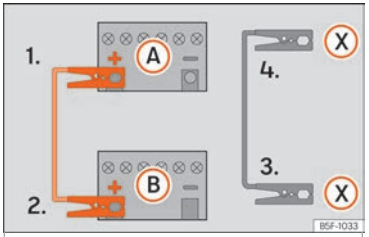

Abb. 50 Anschlussschema für Fahrzeuge mit Start-Stopp-System.
4b. *Bei Fahrzeugen mit Start-Stopp-System:* ein Ende des *schwarzen* Starthilfekabels (X) an einen geeigneten Masseanschluss, ein massives, fest mit dem Motorblock verschraubtes Metallteil oder an den Motorblock selbst anklemmen ››› **Abb. 50**.
5. Klemmen Sie das andere Ende des *schwarzen* Starthilfekabels (X) im Fahrzeug mit der entladenen Batterie an ein mit dem Motorblock verschraubtes, massives Metallteil oder an den Motorblock selbst, aber so weit wie möglich von der Batterie (A) entfernt an.